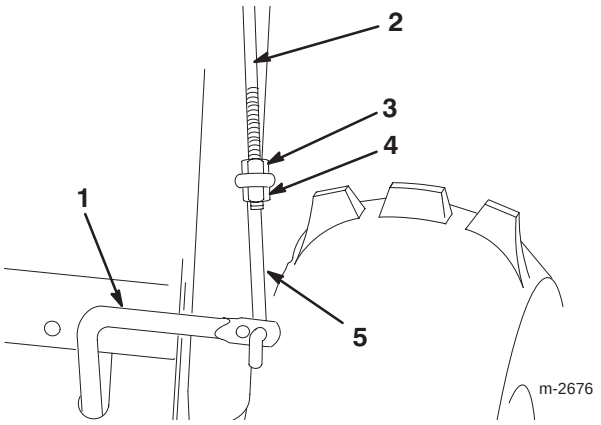

Figur 10
2. Stikk det nederste forbindelsesleddet gjennom det ytterste hullet i det nederste kontrollstaget, som illustrert i figur 10.